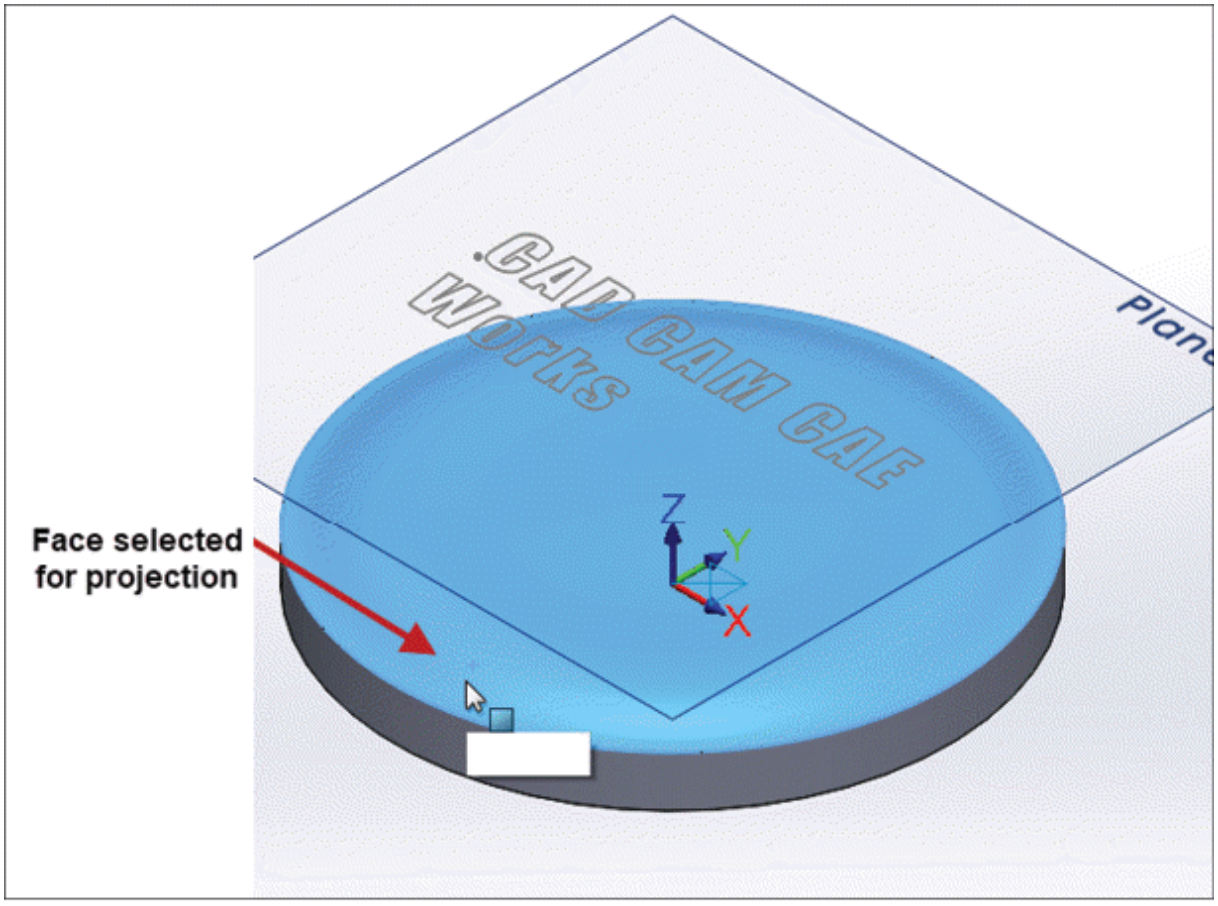

Figure-16. Face selected for project toolpath
- Select desired face; refer to Figure-16 and press **ENTER**. The **Toolpath/surface selection** dialog box will be displayed as discussed earlier.